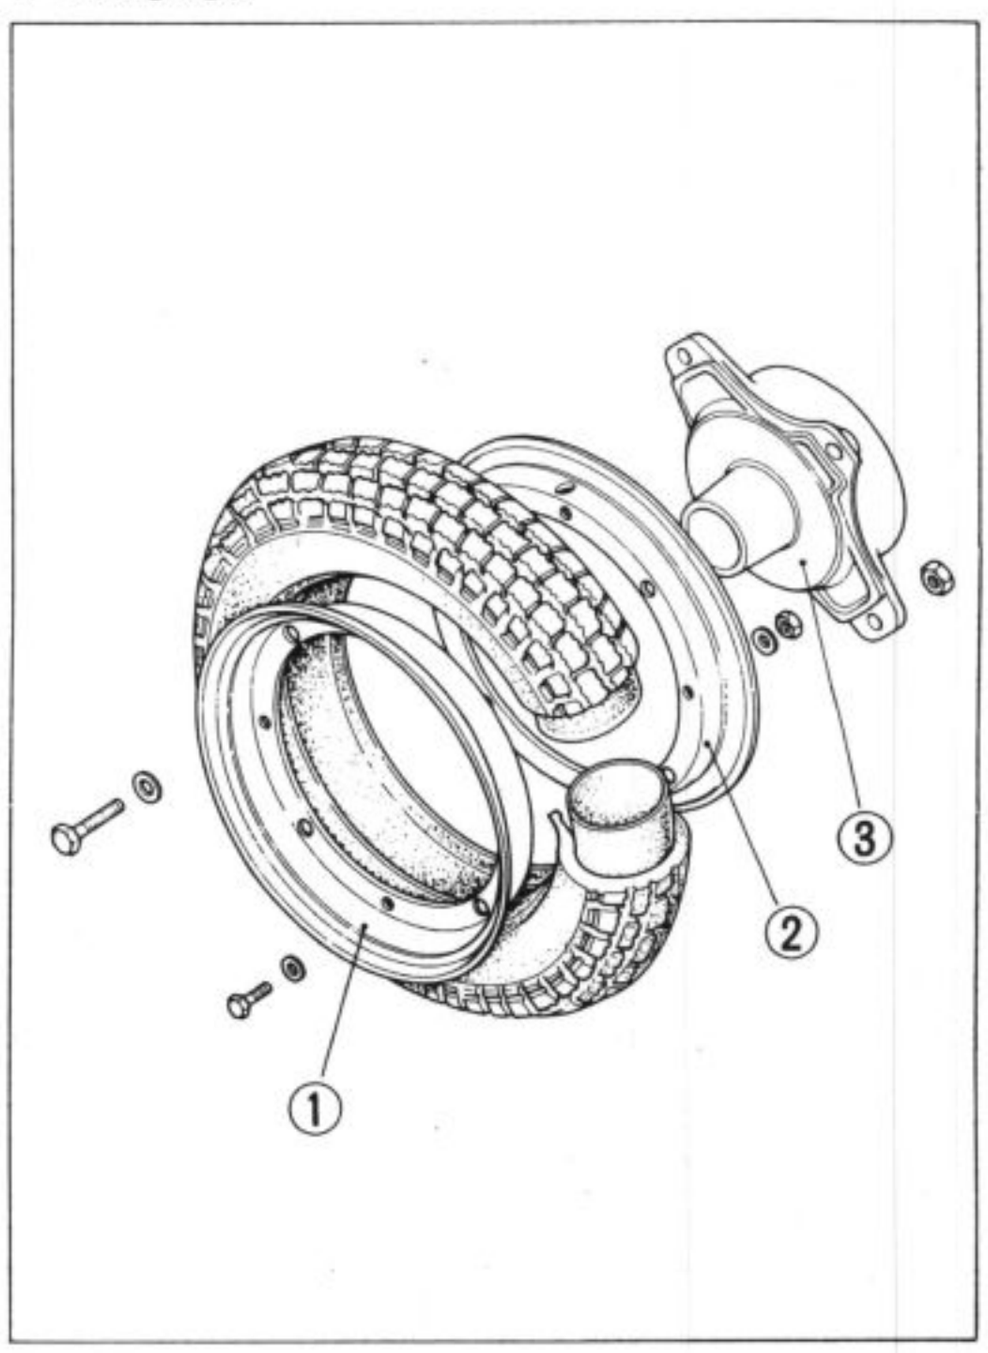

Fig. 4-5
2. Install the wheel hub to the rims as shown in Fig. 4-5.